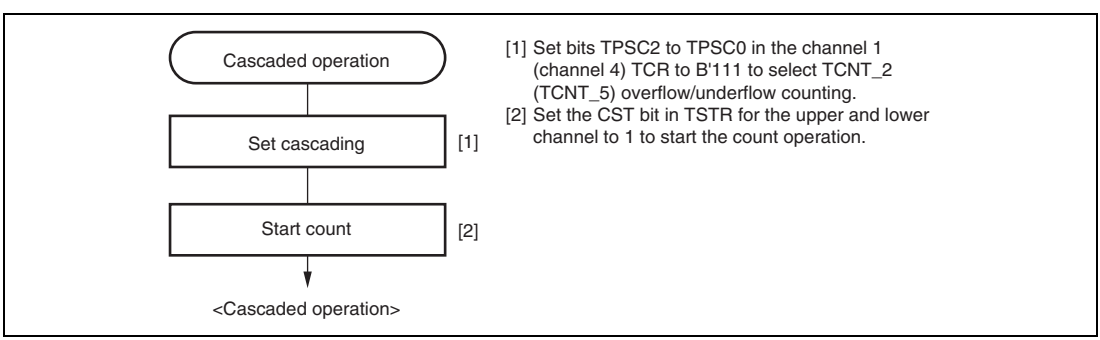

**Figure 10.17 Cascaded Operation Setting Procedure**
**Example of Cascaded Operation Setting Procedure:** Figure 10.17 shows an example of the setting procedure for cascaded operation.